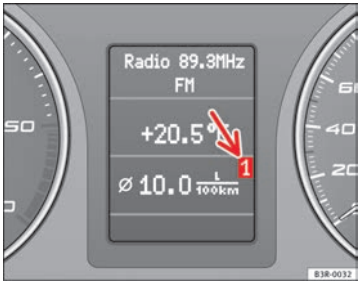

Fig. 59 Onboard computer: memory 1
The numbers in the display ⇒ fig. 59 indicate which of the two memories is currently in use. A **1** means that the display is showing the information in the single journey memory (onboard computer 1). A **2** means that the display is showing the information in the total journey memory (onboard computer 2).
– Press the reset button (B) repeatedly until the onboard computer (memory 1 or 2) ⇒ fig. 59 is displayed.